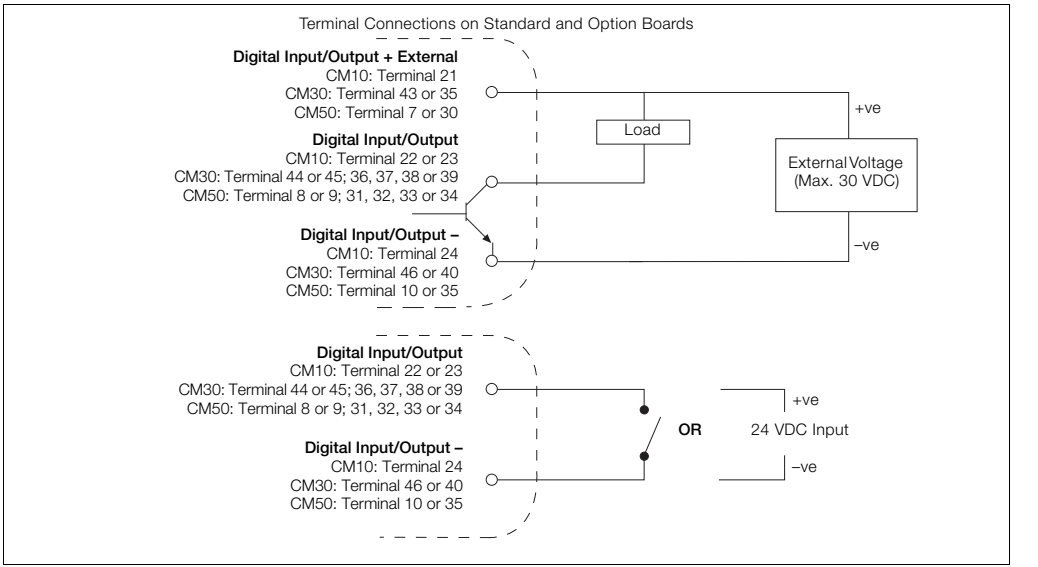

*Fig. 4.13 Digital Input and Open Collector Digital Output Connections*
**Note.** Digital input and open collector digital output connections are shown in Fig. 4.13 – see page 80 for Digital Input / Output type options.